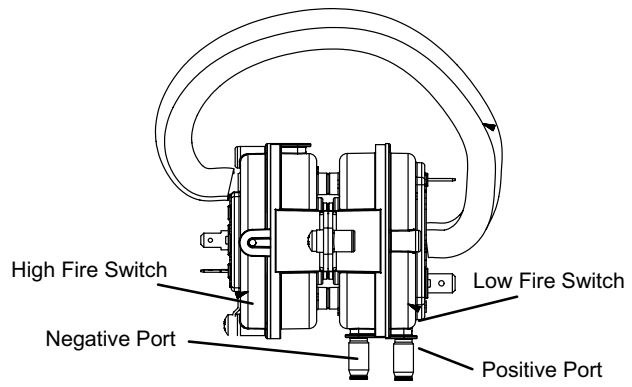

FIGURE 17
ML297DFVK(X) series units are equipped with a dual combustion air pressure switch (first and second stage) located on the combustion air inducer orifice bracket. See FIGURE 17. The switch is connected to the combustion air inducer housing by means of a flexible silicone hose. It monitors negative air pressure in the combustion air inducer housing.